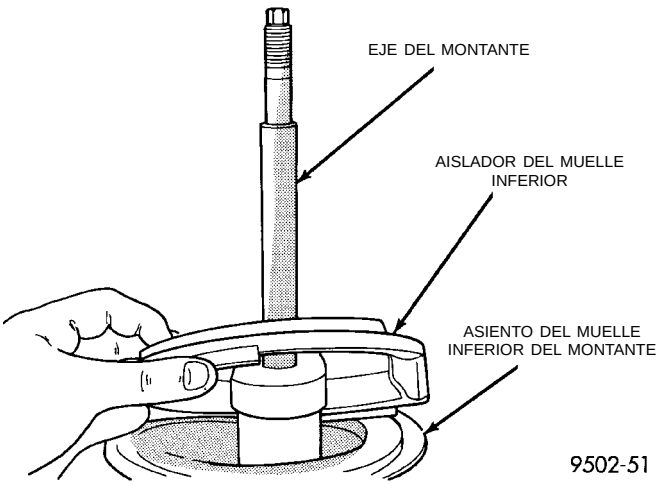

Fig. 34 Aislador inferior del muelle inferior
(11) Retire el aislador inferior del muelle inferior del asiento de muelle del conjunto de montante (Fig. 34).
(1) Instale el aislador original o uno nuevo en el asiento de muelle inferior del montante (Fig. 34).